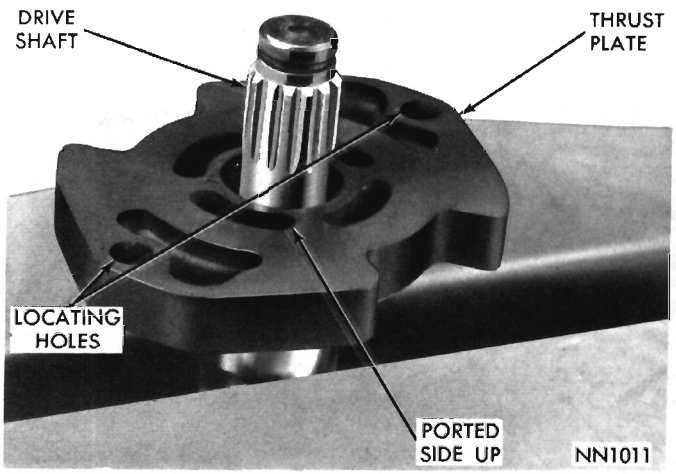

Fig. 13—Installing Thrust Plate
(2) Lubricate seal with power steering fluid and clamp pump body in vise, (shaft end down).
(3) Install end cover and pressure plate "O" rings in grooves in pump cavity. These rings are the same size. Lubricate with power steering fluid.
(4) Lubricate large pump body to reservoir "O" ring and install on pump body.
(5) With drive shaft clamped splined end up in soft jawed vise, install thrust plate on drive shaft (smooth, ported side up) (Fig. 13).